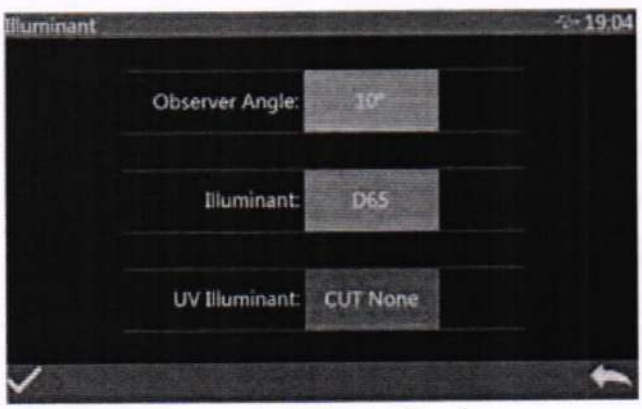

Рисунок 16 – Меню «Illuminant»
10.1.2.1.1 В главном меню (см. рисунок 2) нажать кнопку «Illuminant»/«Light Source», откроется меню «Illuminant» (рисунок 16) для настройки стандартного источника освещения, стандартного колориметрического наблюдателя МКО и настройки уровня УФ. Нажать кнопку «Observer Angle» и в появившемся меню выбрать стандартный колориметрический наблюдатель МКО 10°. Нажать кнопку ✓ в нижнем левом углу для подтверждения выбора и возврата к меню «Illuminant».